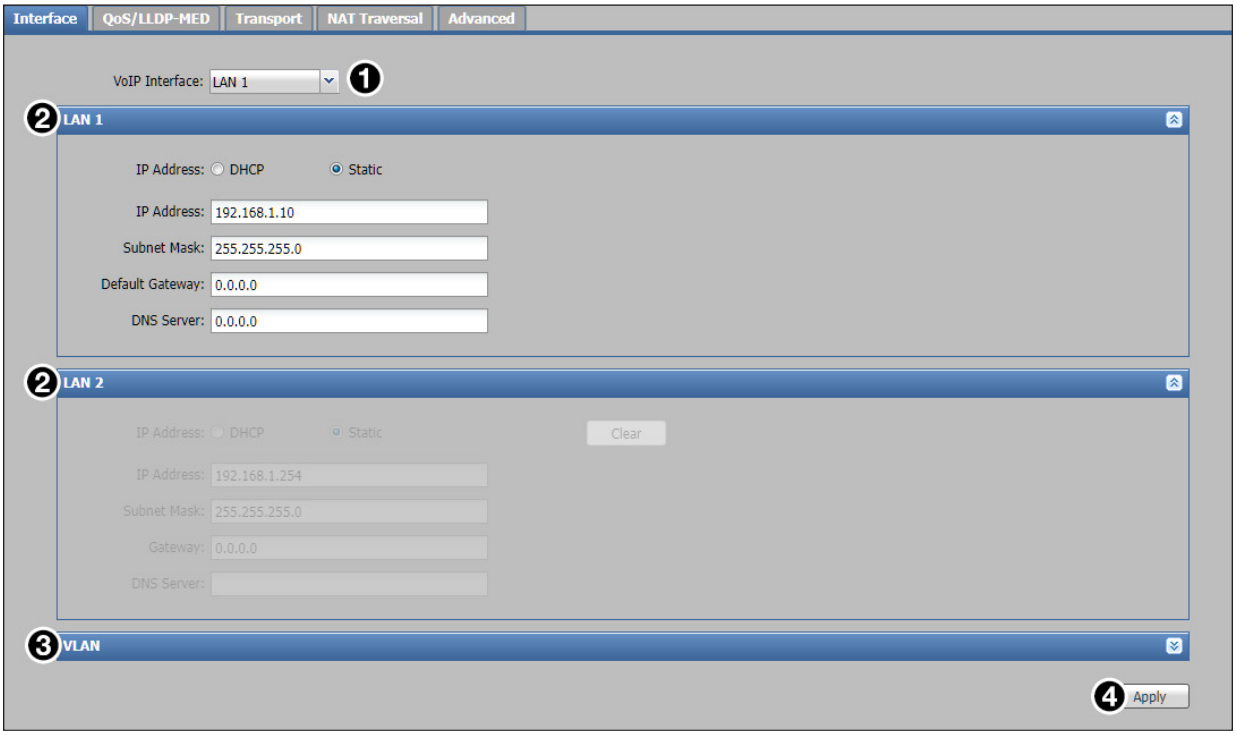

Figure 40. Interface Tab
The **`Interface`** tab allows user to set the VoIP interface (see figure 40).
2. For the LAN 1 and LAN 2 panels (see **figure 40**, ❷ on page 72), select **DHCP** or **Static** for the **IP Address** field.
NOTE: VLAN panel is only available when **VLAN** is selected from the VoIP **Interface** drop-down list (see **figure 40**, ❶).
7. Click **Apply** (see **figure 40**, ❹) to save and apply the changes.